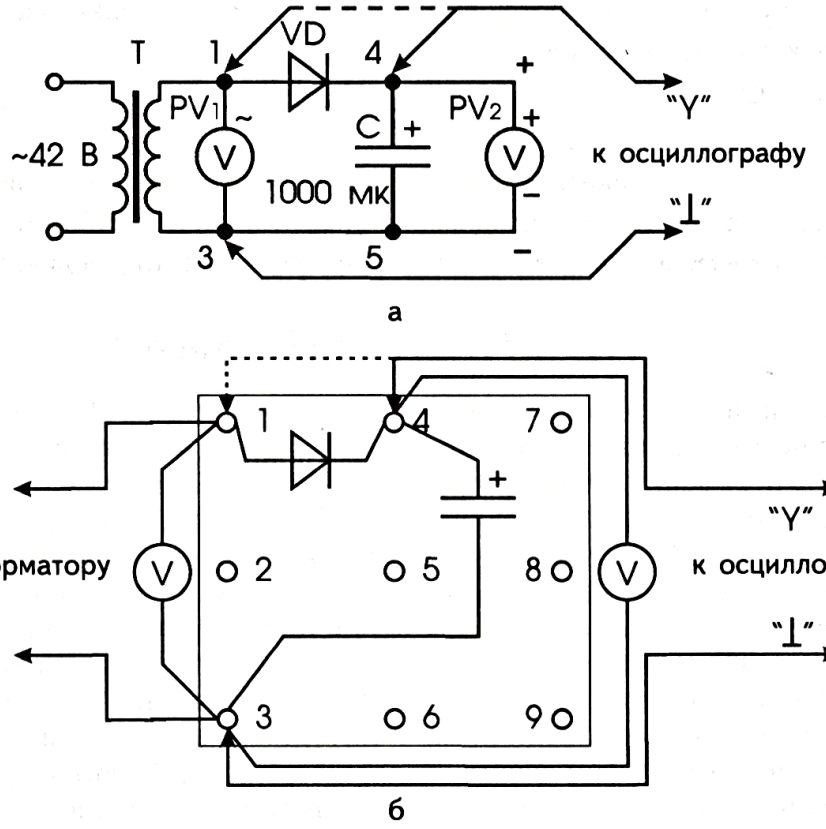

Рис. 1
на на рис. 1. Полярность напряжения на концах вторичной обмотки трансформатора **T** меняется частотой 50 Гц. Диод же пропускает ток только в одном направлении: от анода к катоду. Поэтому в течение одной половины периода ток проходит через диод **VD** и заряжает конденсатор **C** до амплитудного напряжения, которое сохраняется на его зажимах, так как параллельно ему нагрузка не включена. В течение второй половины периода ток к конденсатору не поступает: диод заперт. Так работает эта схема.
4. Почему в схеме на рис. 1 вольтметр переменного тока **PV1** показывает действующее значение переменного напряжения, а вольтметр постоянного тока **PV2** – его амплитудное значение?